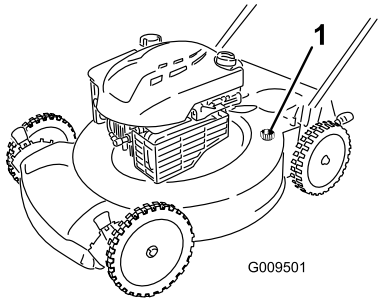

Figura 31
4. Collegate una canna da giardino al rubinetto dell'acqua ed al foro di lavaggio sulla scocca della macchina (Figura 31).